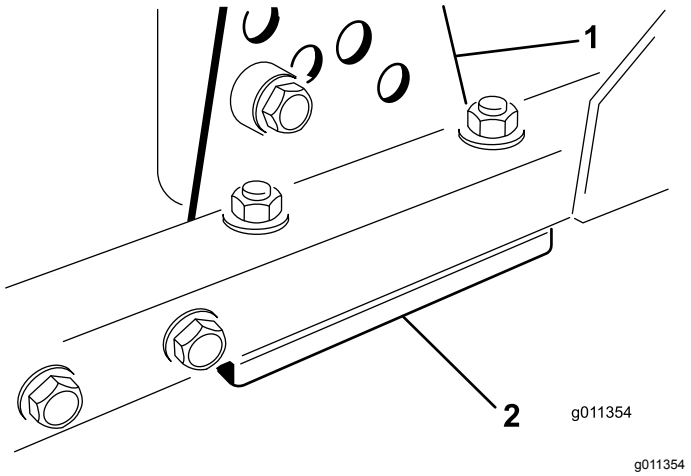

Figur 102
1. Ta klippehøydebraketten (fremre, venstre eller høyre) av klippeenhetens ramme (Figur 102).
2. Juster 1,5 mm mellomlegg og/eller 0,7 mm mellomlegg mellom klippeenhetens ramme og brakett for å oppnå ønsket klippehøyde (Figur 102).